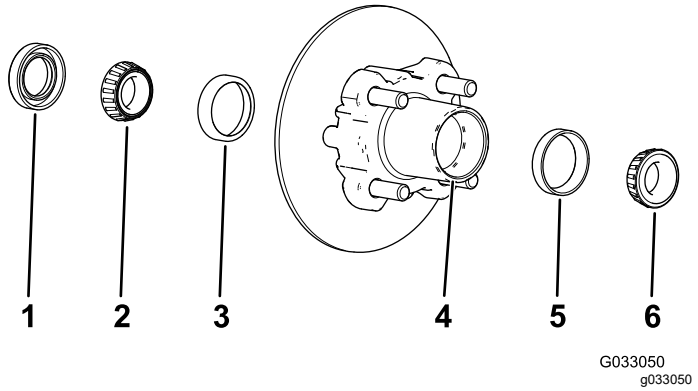

Figuur 35
1. Verwijder het buitenste lager en de loopring van het lager van de naaf (Figuur 35).
2. Verwijder de afdichting en het binnenste lager van de naaf (Figuur 35).
5. Verwijder alle vuil en vet uit de holte van de naaf (Figuur 35).
7. Vul de holte van de naaf voor 50 tot 80% met het aanbevolen smeermiddel (Figuur 35).
8. Monteer het binnenste lager op de loopring aan de binnenkant van de naaf en monteer de afdichting (Figuur 35).